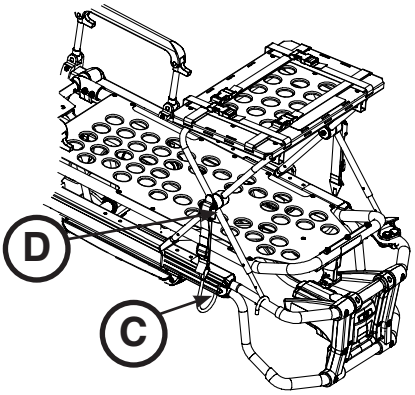

Figura 57
5. Coloque el gancho de cierre (C) debajo de la estructura de la plataforma de la camilla o la sujeción del extremo inferior y empuje la pestaña (D) hacia arriba hasta que quede bloqueado en el lugar correcto con un chasquido audible, tal como se muestra en la Figura 57. Repita estos pasos en el otro lado de la plataforma para desfibrilador.